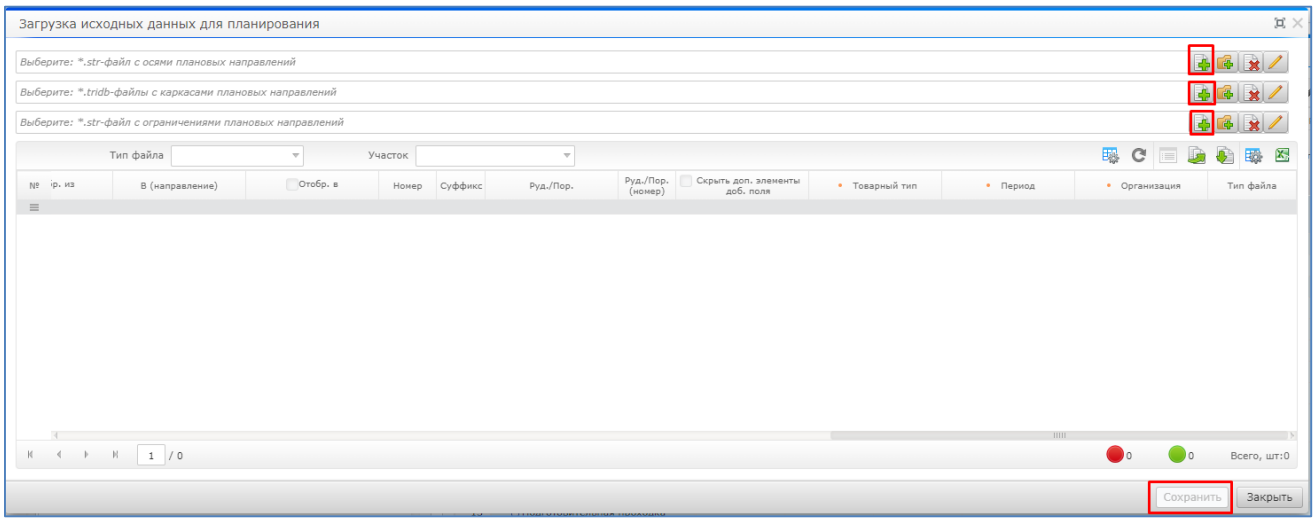

Рисунок 9. Загрузка данных для планирования
4. В появившемся диалоговом окне добавить файлы, заполнить обязательные поля и нажать на кнопку «Сохранить» (Рисунок 9).